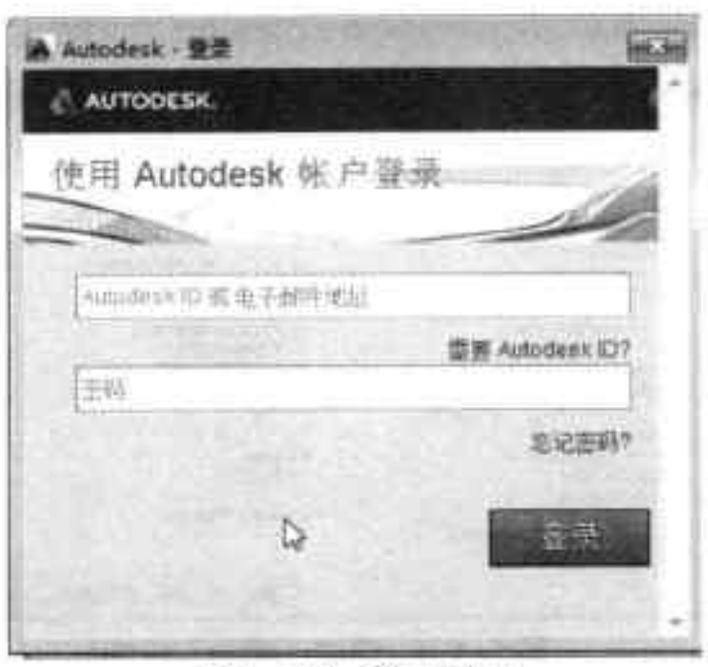

图1-73 登录界面
Step 01 启动 AutoCAD 2014 软件，在标题栏中单击“登录”下拉按钮，选择“登录到 Autodesk 360”选项，打开登录界面，如图 1-73 所示。